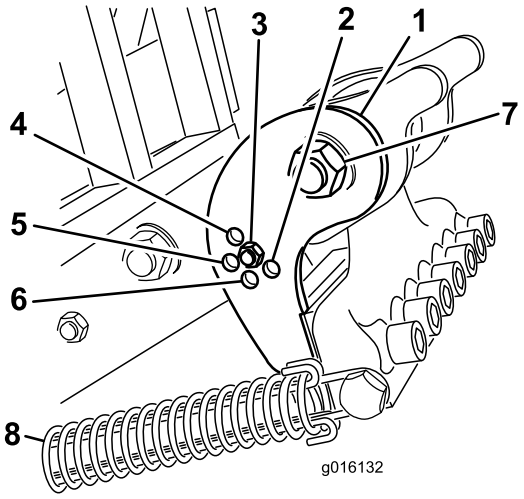

Figur 34
Velg stilling for skråstillingsbraketten (Figur 34) etter ønsket pipelengde. Stoppehodet er stilt inn til én av fem forhåndsbestemte stillinger ved å velge det hullet der justeringsstangen er boltet gjennom. Disse hullene er kun forhåndsinnstilte. Dvs. at ved å bruke en 2,5 cm lang pipe i en stilling på 3,6 cm, kan du oppnå en jevnere overflate, avhengig av bruksområdet.
3. Løsne fjærspenningen ved pipehodet (Figur 34).
4. Fjern mutteren og bolten i justeringshullene i skråstillingsbraketten (Figur 34).